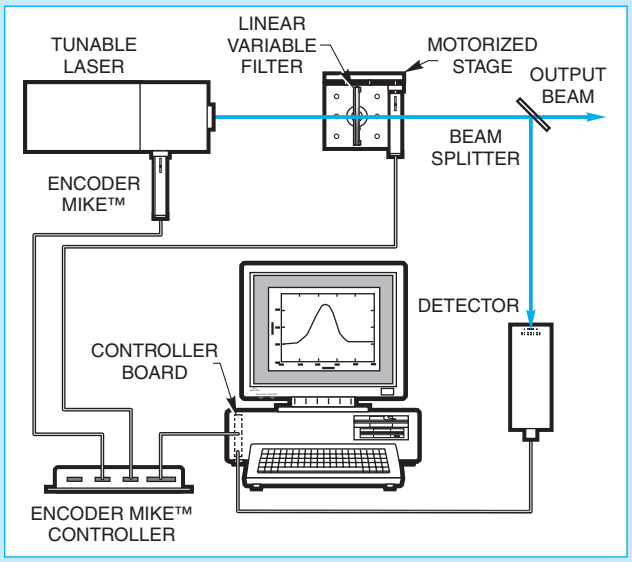

Fig. 1 Stabilization set-up for a tunable laser system.
An easy solution to this problem is to employ a simple stabilization arrangement, as shown in Fig. 1. In this setup, a linear variable neutral density (ND) filter, model 28629 is mounted on an Encoder Mike™ driven linear stage, model 16138. The optical density of this filter varies linearly along its length. The motion system controls the power of the transmitted light, by changing the place at which the light is incident on the filter. The power of the output beam is probed by a UV Enhanced Silicon Detector, and is compared to the desired power level. The position of the filter is adjusted until the measured power is equal to the set level.